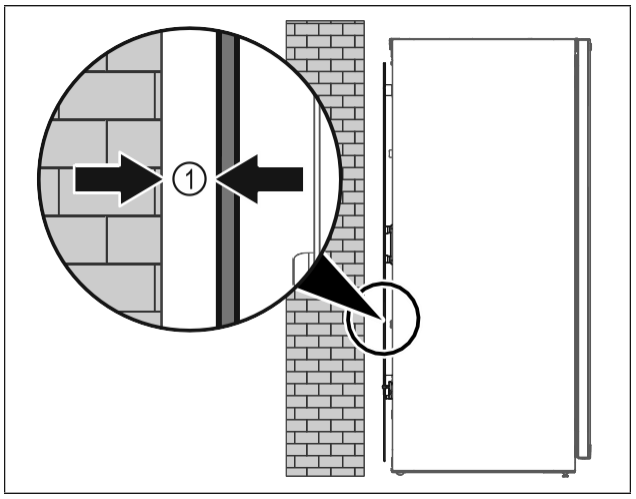

Fig. 6
▶ Gerät entweder frei im Raum oder direkt an einer Wand mit einem Mindestabstand von 5 mm *Fig. 6 (1)* aufstellen.